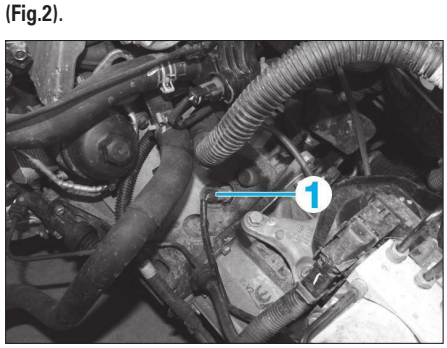

**Fig. 2**
• Débrancher le connecteur de marche arrière (1) **(Fig.2)**.